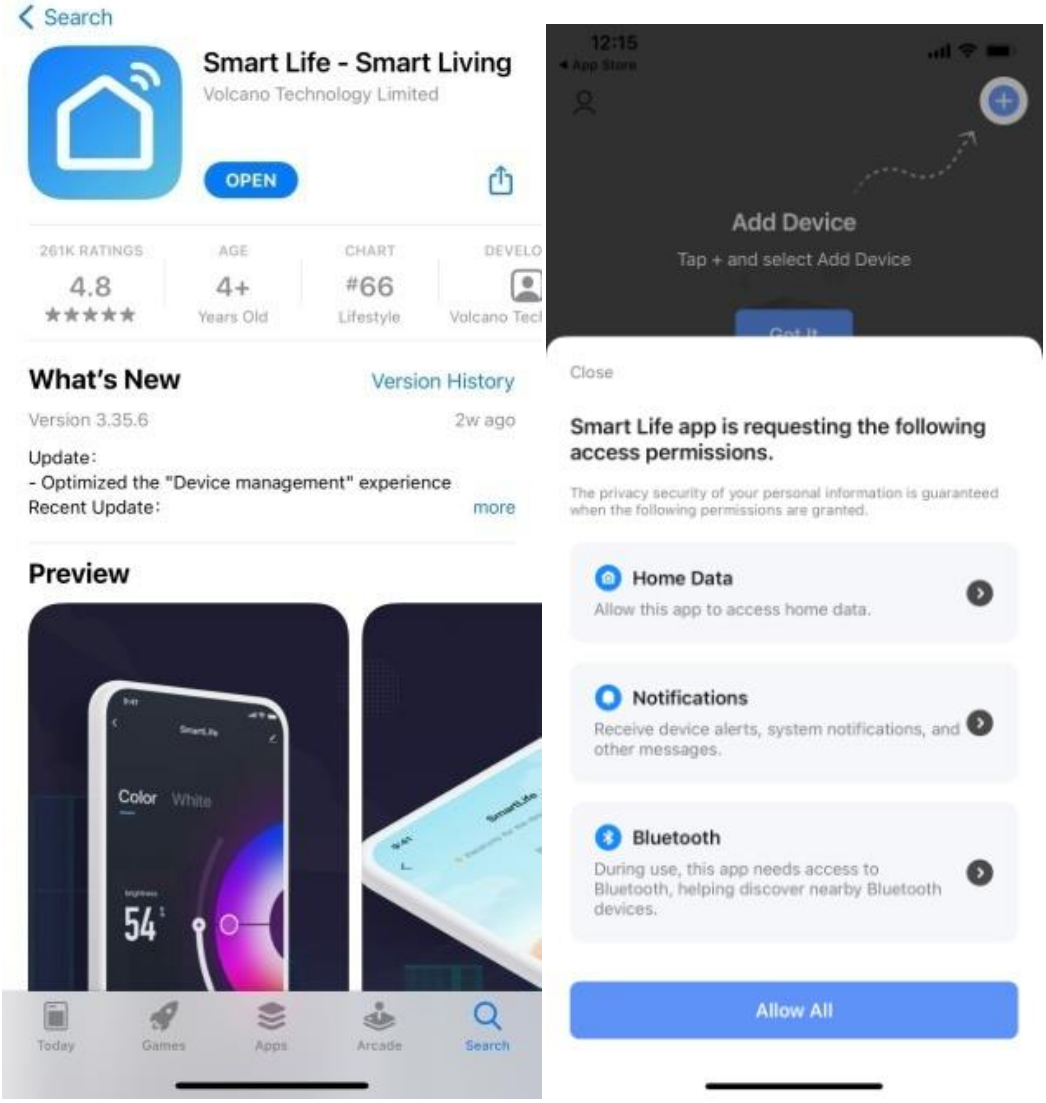

Figure K-1
(1) Step 1---earch "Smartlife" APP, download and register and log in. (See Figure K-1)